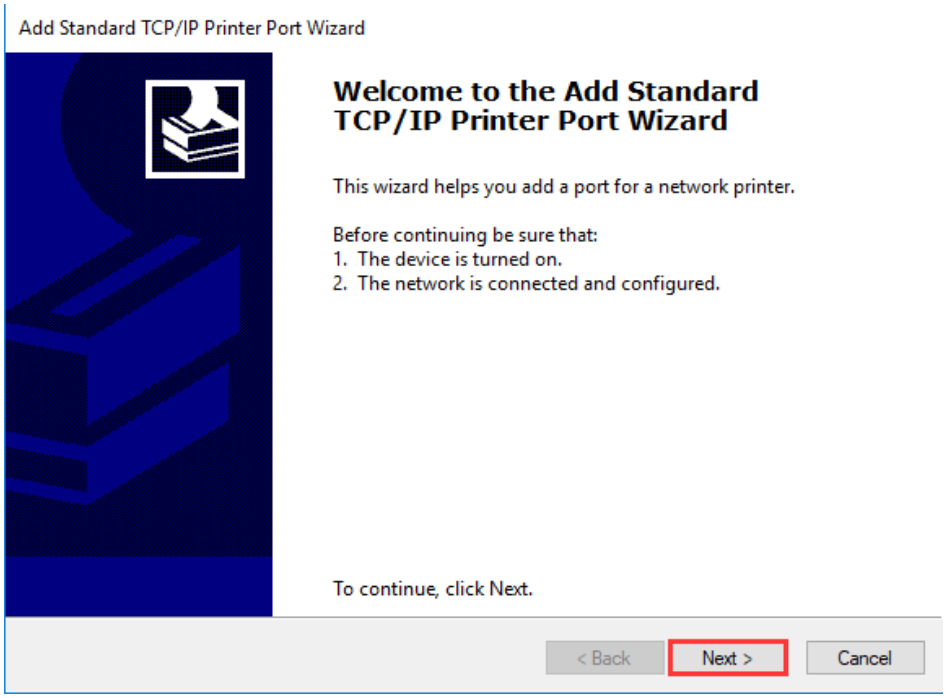

Figure 2-39 Add Standard TCP/IP Printer Port Wizard
6. The "Add Standard TCP/IP Printer Port Wizard" screen displays, click "Next", as shown in Figure 2-39.